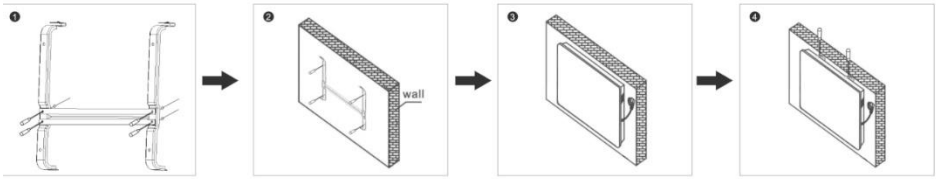

Рис. 2 Установка на стену
3. Закрепите кронштейн на стене с помощью крепежа, входящего в комплект поставки. Просверлите отверстия необходимого диаметра по меткам крепления, вставьте дюбели, приложите кронштейн и закрутите шурупы, закрепив тем самым кронштейн на стене. (**Рис.2, пп.1,2**)
4. Подвесьте прибор на кронштейн, совместив кронштейн и отверстия в задней панели прибора. (**Рис.2, п.3**)
5. Затяните винты на верхней части кронштейна, чтобы зафиксировать конвектор. (**Рис.2, п.4**)